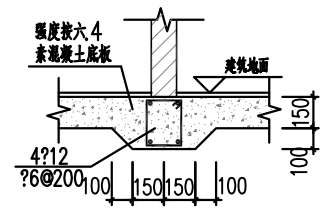

图 A.7 小隔墙基础
12、填充墙长小于2m,高不超过3.6m的墙下未设基础梁时,则按图A.7做隔墙基础。